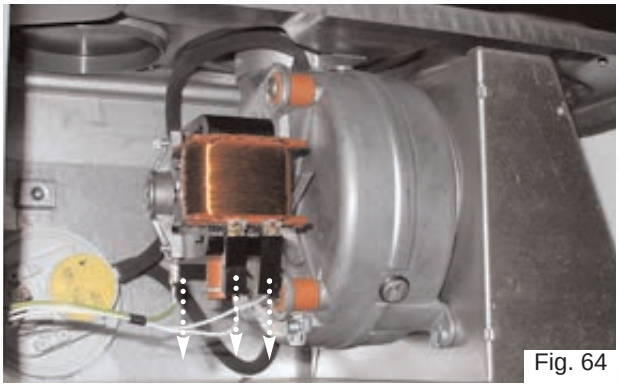

Fig. 64
4. Remove the screw securing the pressure switch to the chassis *(see Fig. 64)*;
2. Disconnect the wire connectors *(see Fig. 64)*;